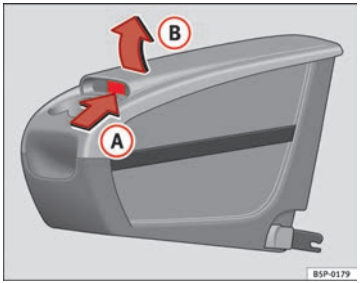

Abb. 111 Zusätzliche Ablage. Öffnen
– Die Klappe (B) im Bereich (A) ⇒ Abb. 111 anheben.